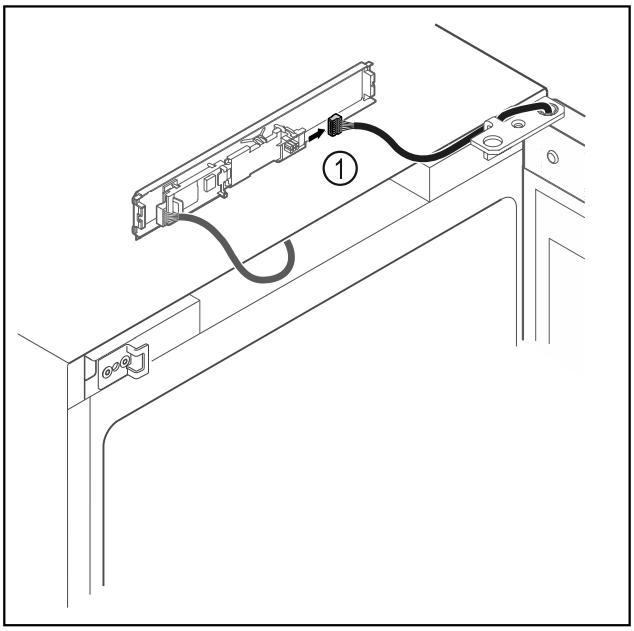

*Fig. 6*
▶ Scoateți fișa *Fig. 6 (1)* de la placa electronică.